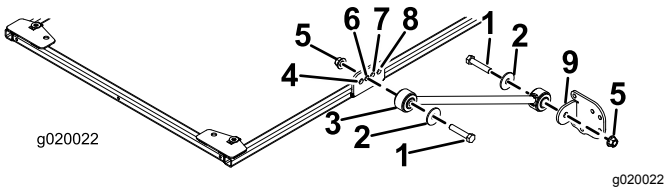

Figure 2
2. On each side of the sunshade frame, loosely mount a brace to the second hole of the brace bracket with a bolt (1/2 x 2-1/2 inches), washer (1/2 inch), and flange nut (1/2 inch) as shown in Figure 2.
3. Loosely install a brace bracket to each brace with a bolt (1/2 x 2-1/2 inches), washer (1/2 inch), and flange nut (1/2 inch) as shown in Figure 2.